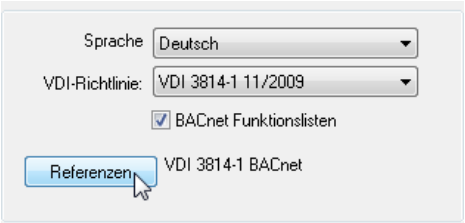

Bild 24.17 – Projektverwaltung: Umschalten auf den neuen Referenzsatz.
- Aktivieren Sie in der Projektverwaltung das Beispielprojekt, *Ändern*, und wählen Sie die Schaltfläche *Referenzen* (Abb. 24.17).